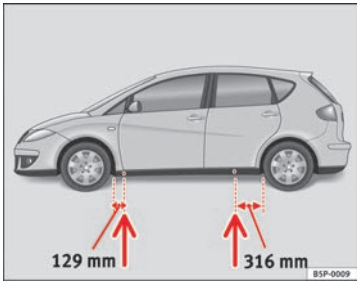

**Fig. 176 Jack position points**
– Locate the jacking point under the door sill closest to the wheel to be changed ⇒ Fig. 176.
Recesses at the front and rear of the door sills mark the jacking points ⇒ Fig. 176. There is only one jacking point for each wheel. Do not fit the jack anywhere else.